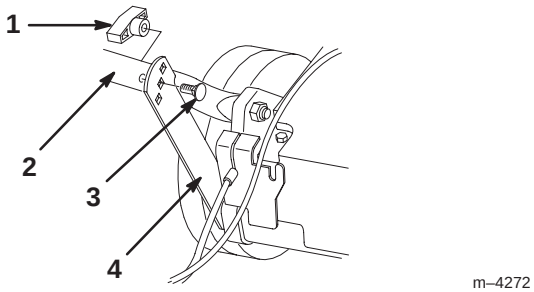

Figur 2
2. Ta loss de fyra handtagsbultarna (2 av dessa har platt huvud och 2 har välvt huvud för att passa handtaget) och reglagen från det nedre handtaget (figur 2).
3. Gunga tillbaka det nedre handtaget och stödfästena uppåt, medan du samtidigt passar in fästena med hålen på det nedre handtaget (figur 2).
4. Fäst det nedre handtaget vid fästena med de två platta handtagsbultarna och de två vreden, genom att använda höjdinställningshålen på fästena som bäst passar din längd (figur 2).